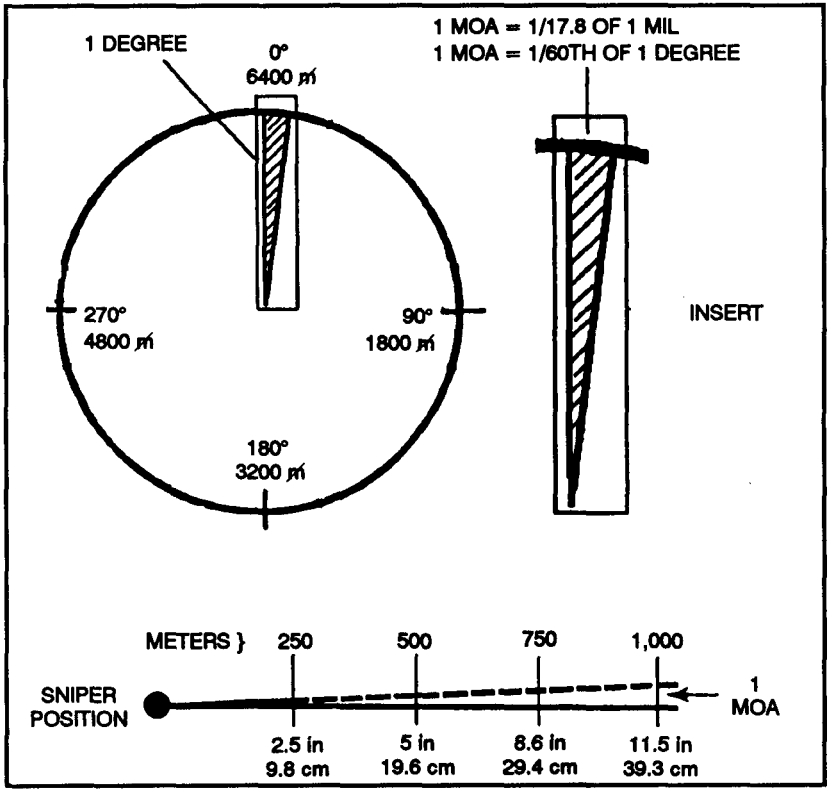

Figure 3-22. Minutes of angle.
All telescopic sights have windage adjustments that are graduated in minutes of angle or fractions thereof. A minute of angle is l/60th of a degree (Figure 3-22, page 3-34). This equals about 1 inch (1.145 inches) for every 100 meters.
a. Snipers use minutes of angle (Figure 3-22, page 3-34) to determine and adjust the elevation and windage needed on the weapon's scope. After finding the wind direction and velocity in miles per hour, the sniper must then convert it into minutes of angle, using the wind formula as a rule of thumb only. The wind formula is—